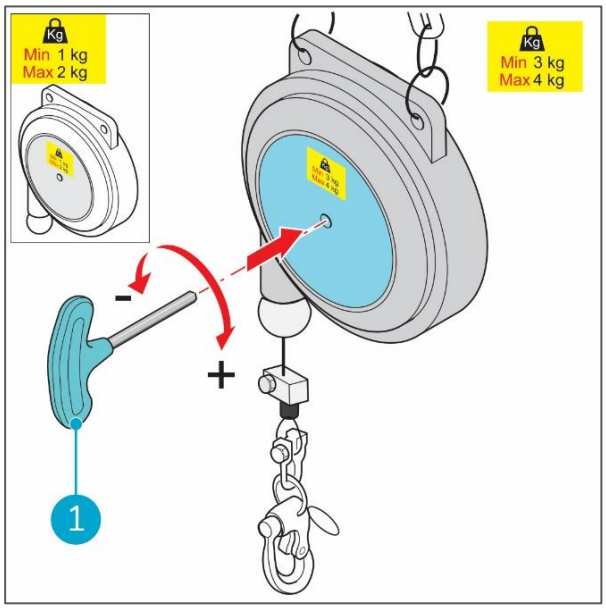

Abbildung 8
- Stecken Sie den Inbusschlüssel in die Öffnung des Flaschenzugs (Abbildung 8, Pos. 1) und drücken Sie ihn fest.